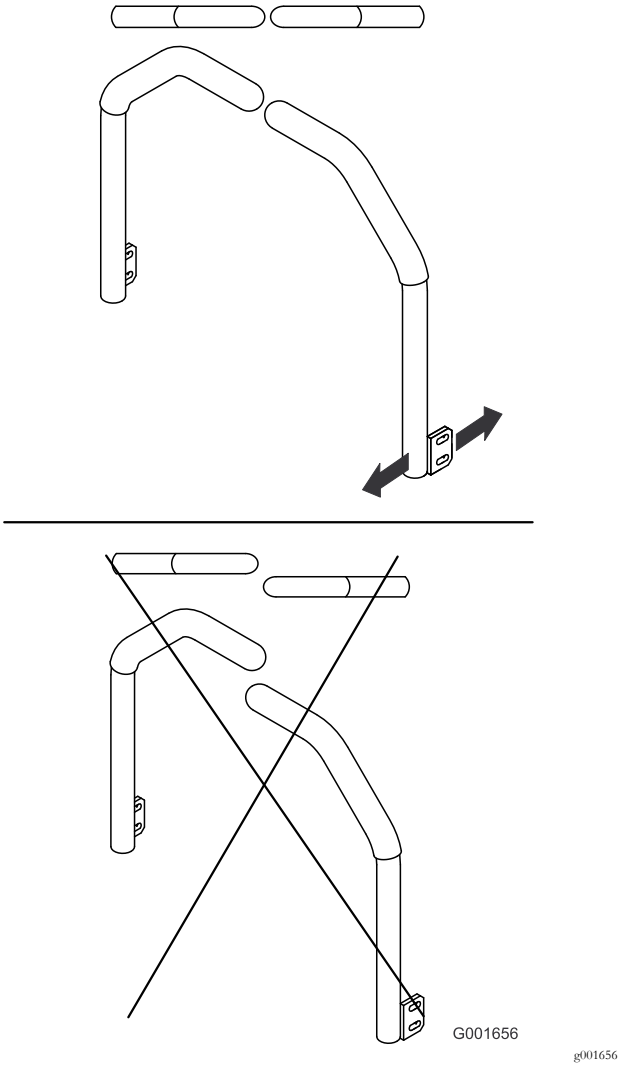

Rysunek 60
5. Wyreguluj dźwignie sterowania tak, aby były one wyrównane (), a następnie dokręć śruby, mocując dźwignie do trzpieni (Rysunek 60).